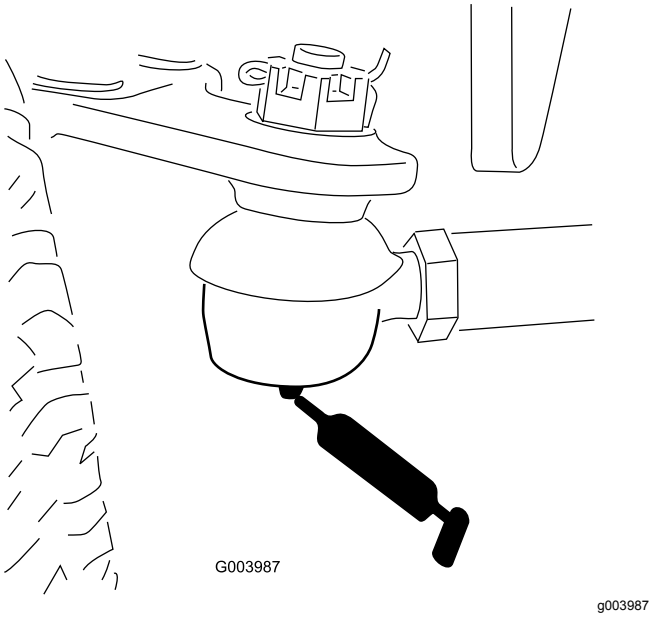

Figur 67
- Bakakselens parallellstag (2) (Figur 67)